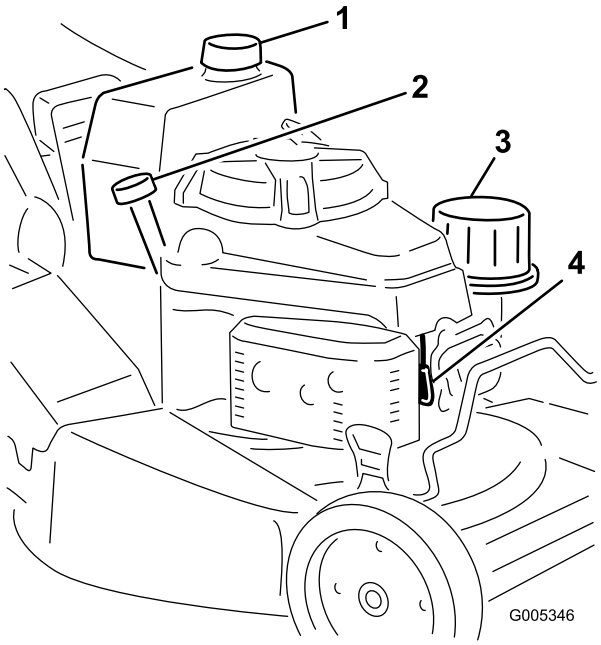

Рисунок 13
1. Очистите поверхность вокруг крышки топливного бака (Рисунок 13).
1. Присоедините провод к свече зажигания (Рисунок 13).